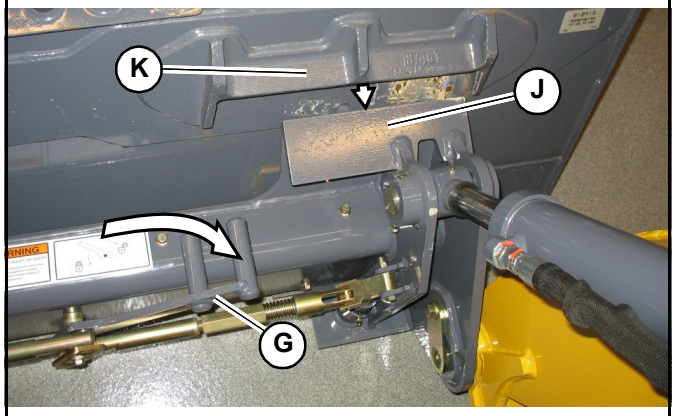

Fig. 65 – Attachment Hitch – Unlocked
3. Place the attachment lock into the unlocked position (Fig. 65):
- Power-A-Tach® system hitch – Press the bottom of hitch lock switch (I) until safety flags (H) have moved all the way in.
- Manual attachment hitch – move hitch lock lever all the way to the right (G).